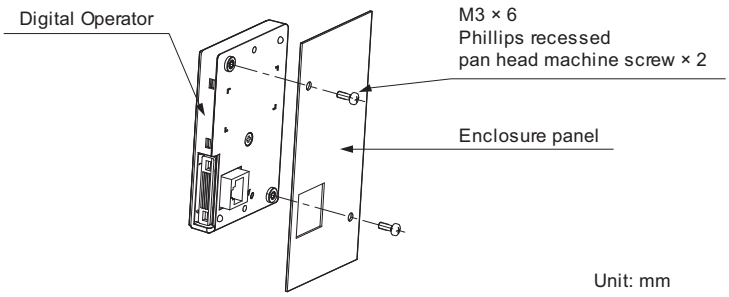

Figure 2.7 External/Face-Mount Installation
2. Position the digital operator so the display faces outwards, and mount it to the enclosure panel as shown in ***Figure 2.7***.